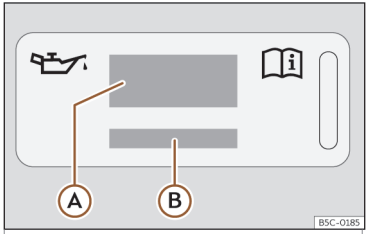
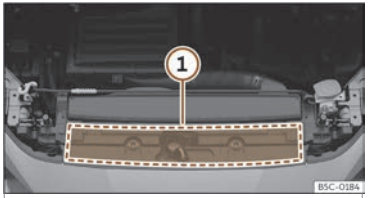

Fig. 198 No van motor:etiqueta de aceite de motor
Fig. 199 No van motor:área de localización da etiqueta de aceite do motor
Lenda da>>> **fig. 198** :
Se debe encher de novo o aceite do motor, use un dos aceites indicados na etiqueta >>> **fig. 198**. A etiqueta coa norma prescrita está situada na parte frontal do compartimento do motor>>> **fig. 199** ①. Se usa o aceite de motor recomendado, o nivel de carga pode corrixirse tantas veces como sexa necesario.